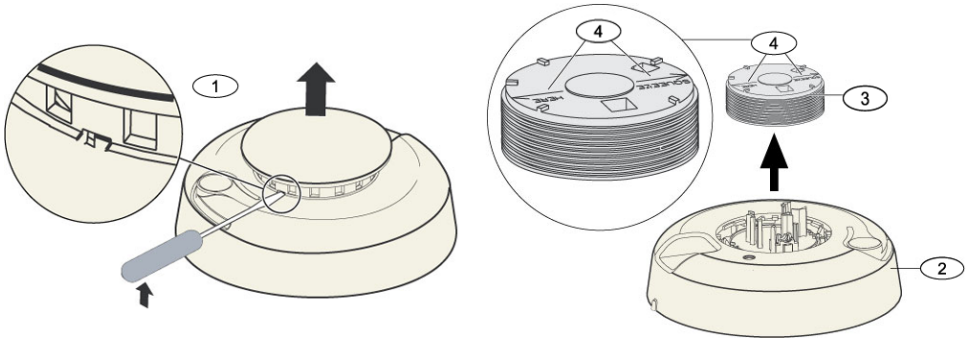

Figure 10.8 Retrait du couvercle et du capteur du détecteur
3. Insérer un tournevis à tête plate dans la fente au-dessus du couvercle du détecteur, et pousser légèrement vers le bas pour l'extraire. Pincer le capteur optique à l'endroit indiqué et le tirer vers le haut pour l'extraire du détecteur. Se reporter à la *Figure 10.8* de la *Page 106*.